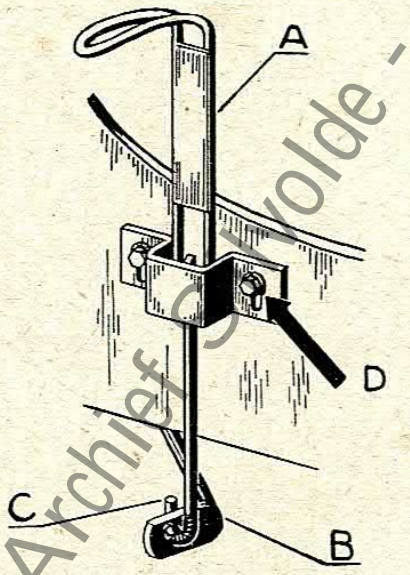

Bild 9. E 19 010
12. Schalthebel (B Bild 9) in den Haken (C) der Fußraste (A), die am Tragblech befestigt ist, einhängen. Dann Schalthebel in Antriebsgehäuse stecken (Schaltwelle dabei etwas vorziehen, damit sich der Daumen des Schalthebels hinter die Vierkantmutter der Schaltwelle setzt), Scheibe auflegen und versplinten.
Die Raste am Tragblech für Fußschaltung muß so eingestellt sein, daß sie bei eingeschaltetem Mähwerk auf dem Schalthebel (B Bild 9) ruht und beim Hochziehen und Einrasten ausschaltet. Durch die